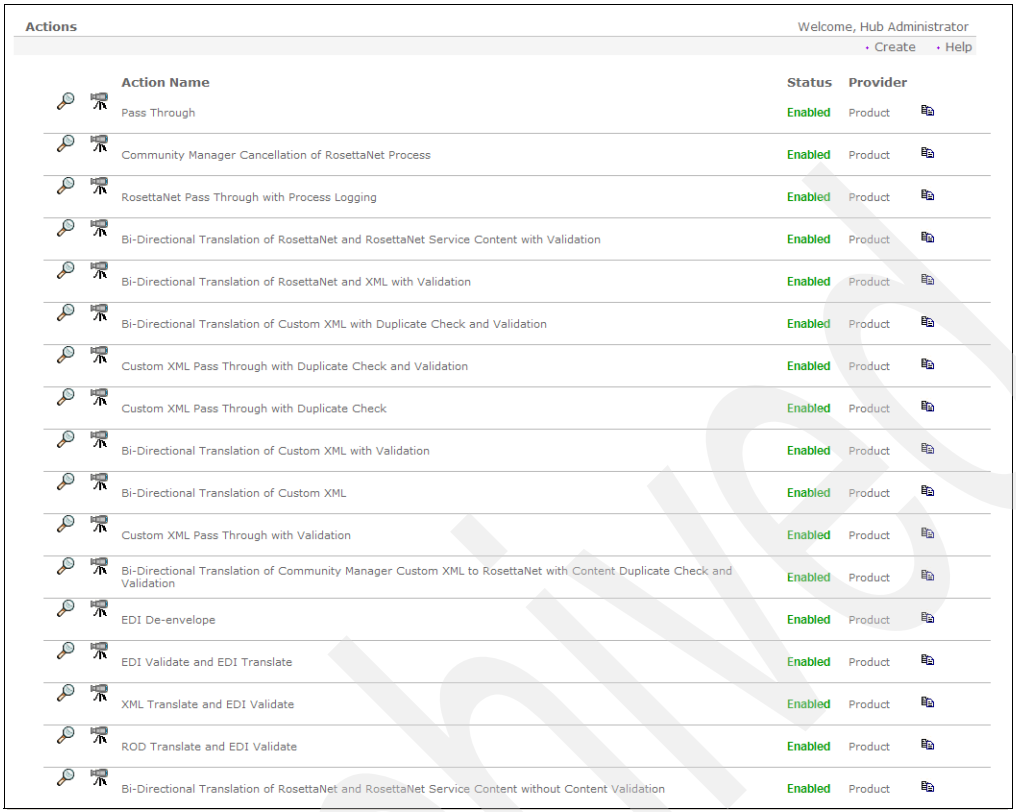

Figure 15-73 List of default actions
2. This window displays the list of default Actions available, shown in Figure 15-73 on page 529.